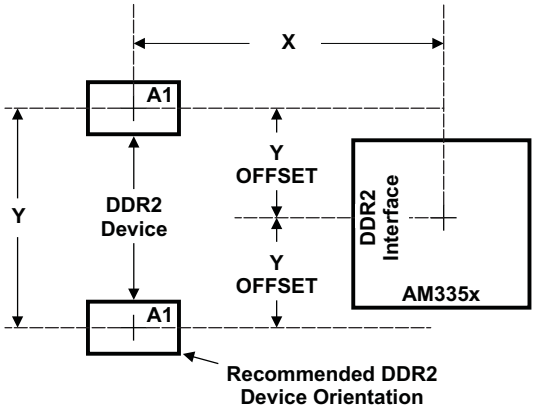

Figure 7-41. AM335x Device and DDR2 Device Placement
Figure 7-41 shows the required placement for the DDR2 devices. The dimensions for this figure are defined in Table 7-47. The placement does not restrict the side of the PCB on which the devices are mounted. The ultimate purpose of the placement is to limit the maximum trace lengths and allow for proper routing space. For single-memory DDR2 systems, the second DDR2 device is omitted from the placement.
(1) DDR2 keepout region to encompass entire DDR2 routing area.
(2) For dimension definitions, see Figure 7-41.
(3) Measurements from center of AM335x device to center of DDR2 device.
(4) For single-memory systems, it is recommended that Y offset be as small as possible.
(5) w is defined as the signal trace width.
(6) Non-DDR2 signals allowed within DDR2 keepout region provided they are separated from DDR2 routing layers by a ground plane.